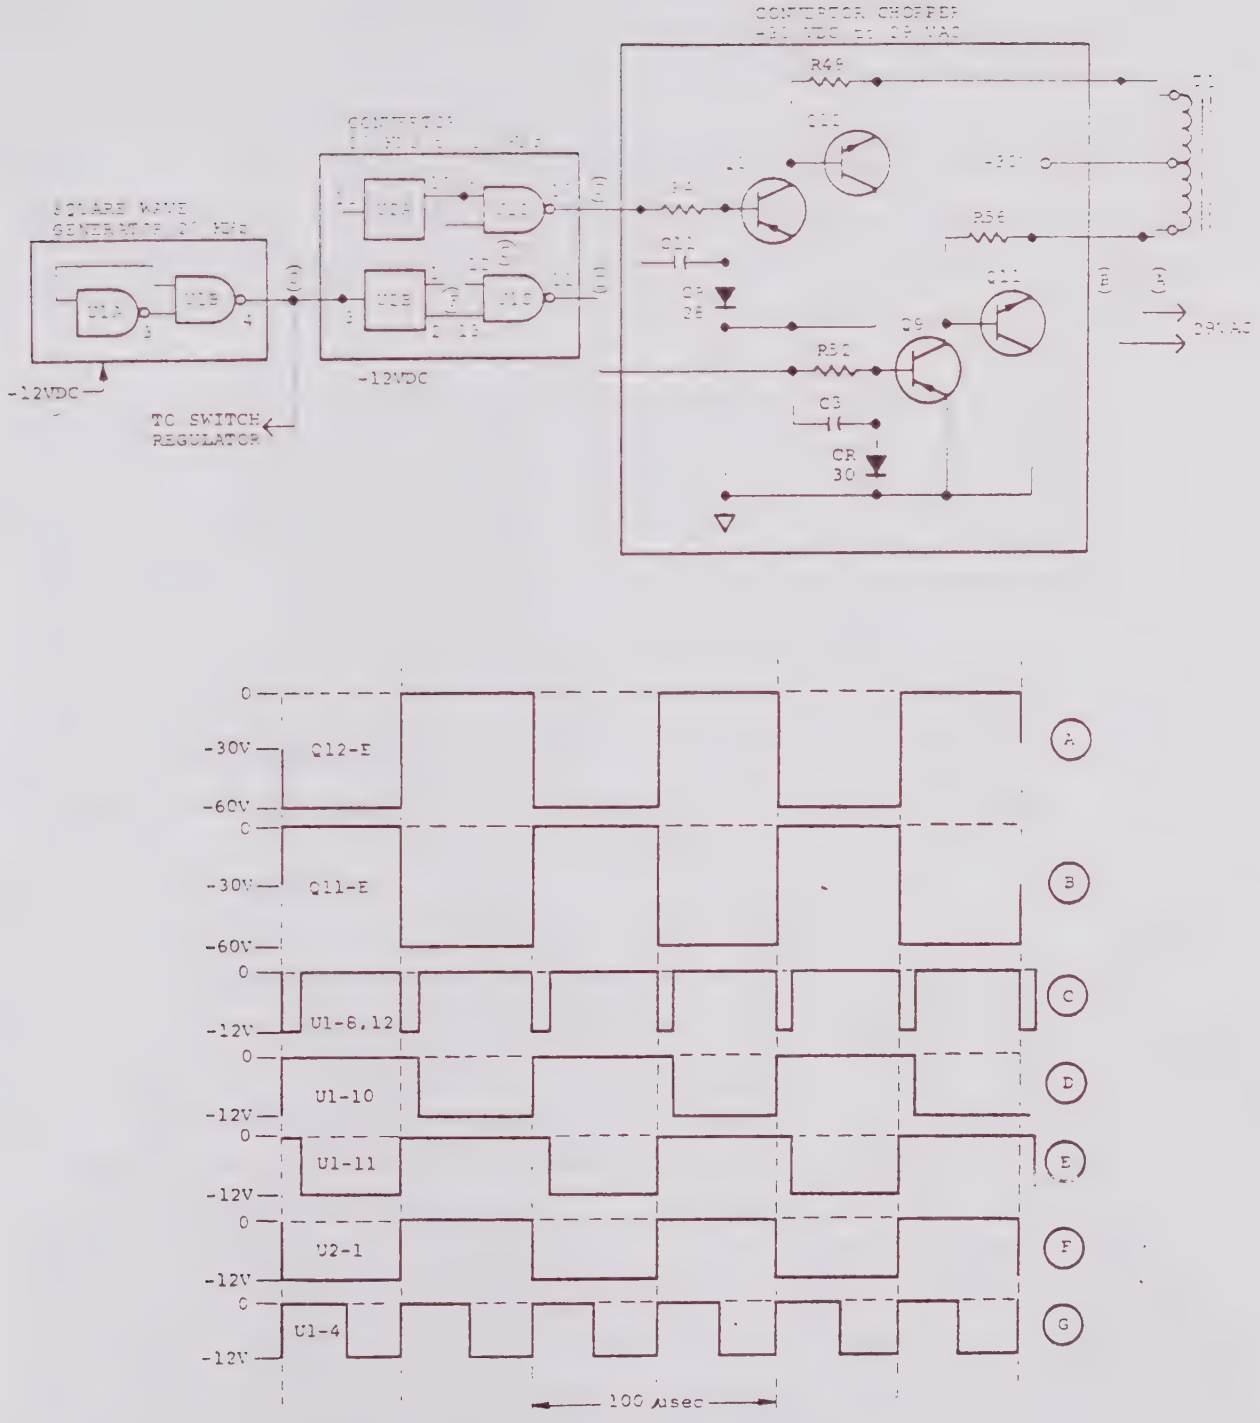

FIGURE 5-3 FUNCTIONAL BLOCK DIAGRAM AND TIMING CHART
5.2.3.2 Sync and Converter Drive Circuits. The Oscillator/Bias PWB includes circuits that generate 20 kHz voltage; convert the 20 kHz voltage to a 10 kHz voltage; and convert the -30 VDC regulated voltage to a 29 volt 10 kHz voltage. A functional diagram of the related circuits is shown in Figure 5-3. A timing and wave form chart is also included in Figure 5-3.